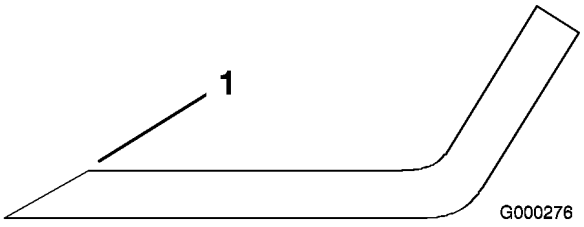

Figur 78
1. Bruk en fil til å slipe eggen i begge ender av kniven (Figur 78). Oppretthold den originale vinkelen. Kniven opprettholder balansen hvis like mye materiale fjernes fra begge kniveggene.